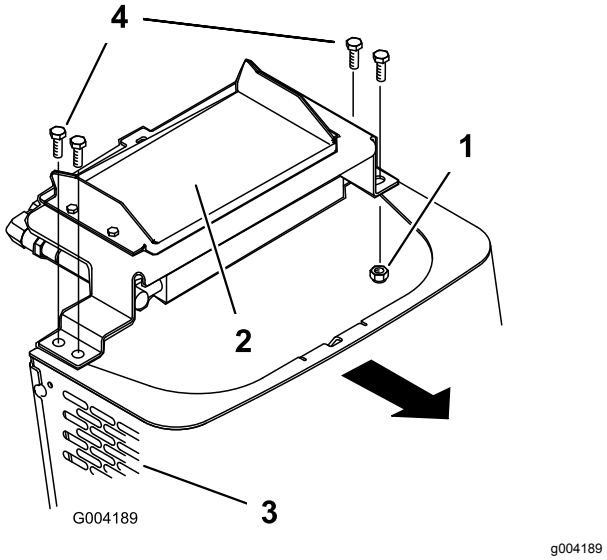

Figur 29
6. Ta bort ansatsbultarna och muttrarna som håller fast oljekylaren ovanpå framskärmen (Figur 29).